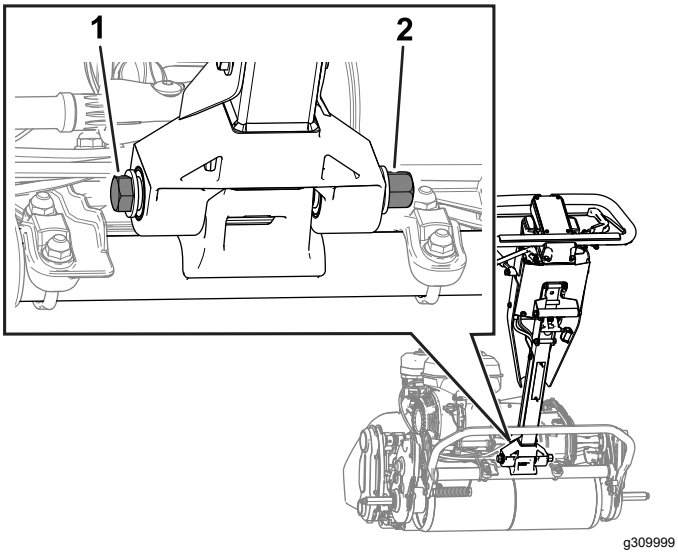

Figure 37
2. Desserrez le boulon et l'écrou, comme montré à la Figure 37.